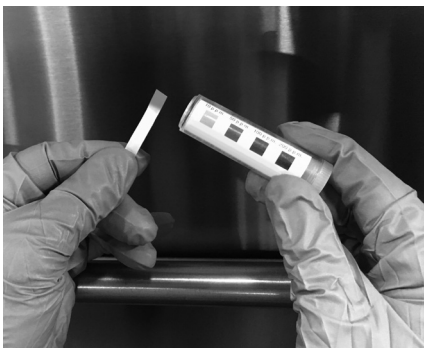

Fig. 27
3. Compare la tira de prueba con la escala de prueba suministrada con su kit de prueba (Fig. 27). Si el nivel de desinfectante está fuera de los límites (es decir, por debajo de 50 ppm o por encima de 100 ppm), ajuste la dosificación. Consulte la programación de la bomba de productos químicos (página 20), para obtener instrucciones de ajuste, o póngase en contacto con su proveedor de productos químicos.